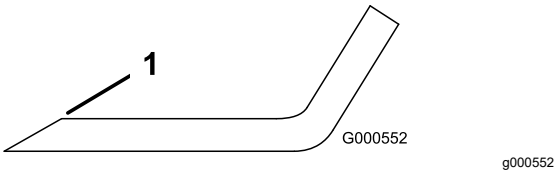

Figuur 63
1. Gebruik een vijl om de snijranden aan beide uiteinden van het mes te slijpen (Figuur 63).
Opmerking: Als het mes niet in balans is, moet u wat metaal afvijlen van het uiteinde van de vleugel (Figuur 63).